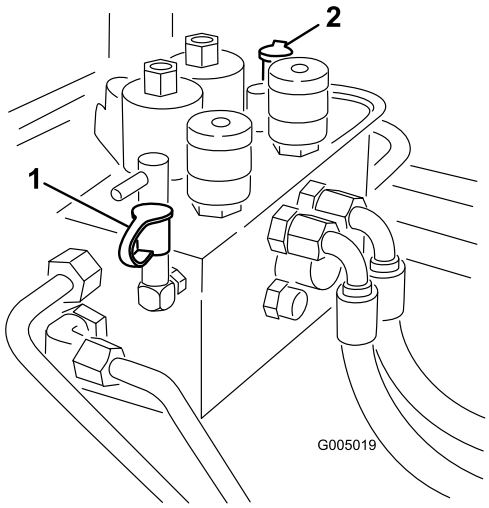

Figura 79
2. A porta de teste B (Figura 79) é utilizada para ajudá-lo a detectar os problemas no circuito hidráulico das unidades de corte frontais.
3. A porta de teste B (Figura 79) é utilizada para ajudá-lo a detectar os problemas no circuito hidráulico das unidades de corte frontais.